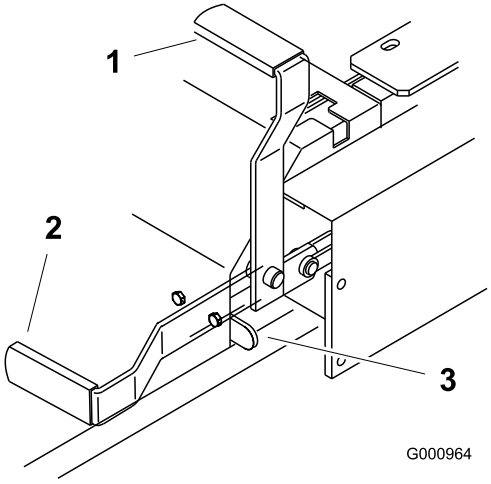

Figur 10
2. Trekk parkeringsbremsespaken tilbake og opp for å sette parkeringsbremsen (Figur 10). Parkeringsbremsespaken skal stå godt fast i tilkoblet stilling.
Skyv parkeringsbremsespaken fremover og ned for å frigjøre parkeringsbremsen (Figur 10). Parkeringsbremsen deaktiveres og spaken hviler mot bremsestopperen.